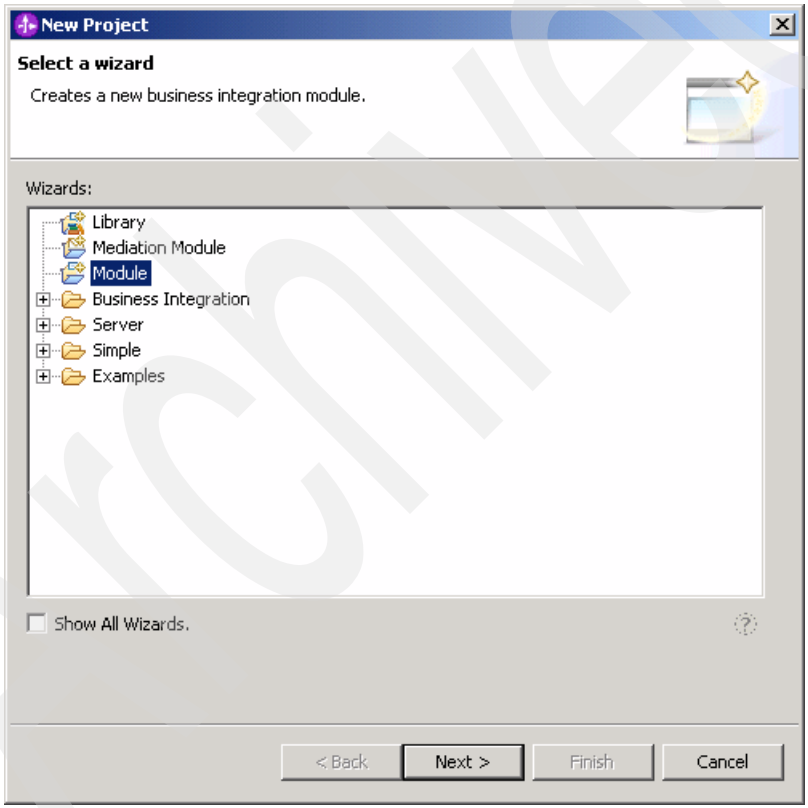

Figure A-2 New Project window
b. In the New Project window (Figure A-2), select **Module** and click **Next**.